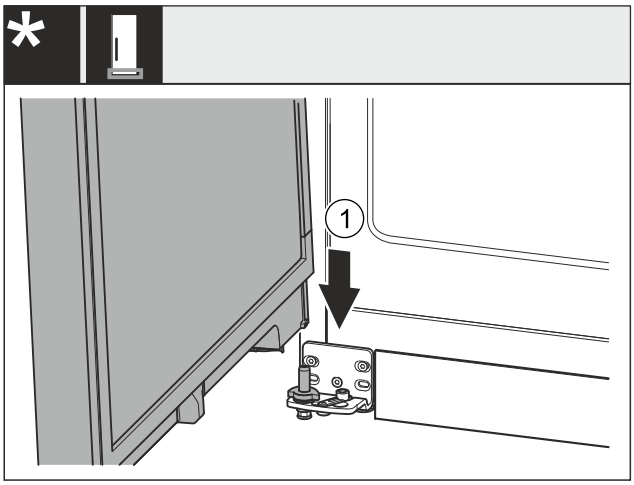

Fig. 30
▶ Tür von oben auf den unteren Lagerbolzen *Fig. 30 (1)* aufsetzen.